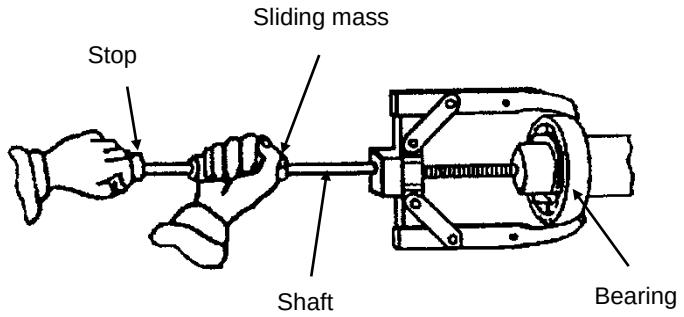

FIG 3.
- By sliding the mass towards the stop at speed, force is applied on the bearing every time on impact. (Fig 3)